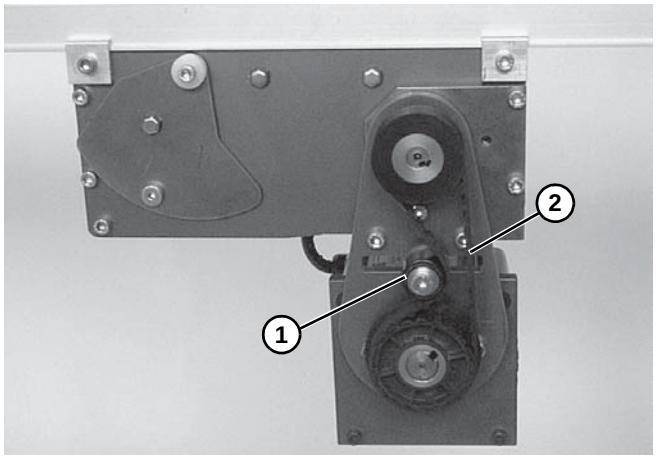

Abbildung 35
2. Riemenspanner **(Abbildung 35, Teil 1)** lösen, dann Steuerriemen **(Abbildung 35, Teil 2)** abbauen.